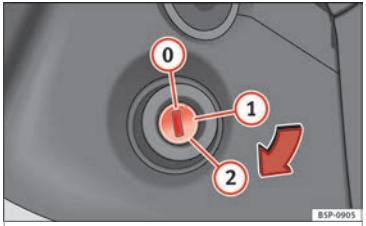

Fig. 125 Vehicle key positions
Car keys ››› Fig. 125
3.	**Only in vehicles with diesel engines:** for preheating, turn the key in the ignition lock to position ››› Fig. 125 ①. A control lamp lights up on the dash panel ⚷.